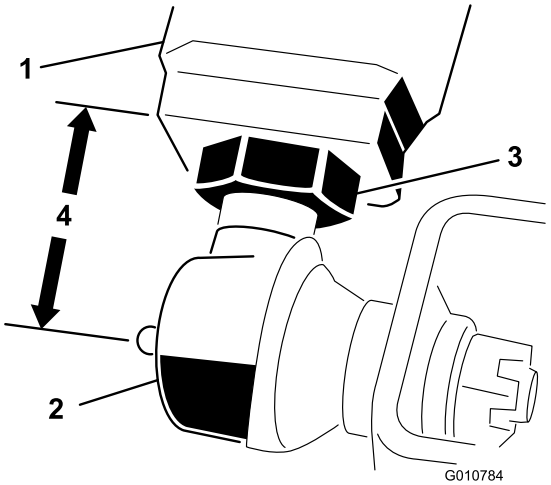

Figur 5
2. Mål avstanden fra enden av hver løftearm til midten av kuleleddet (smørenippel). Avstanden bør være 60 mm (Figur 5).